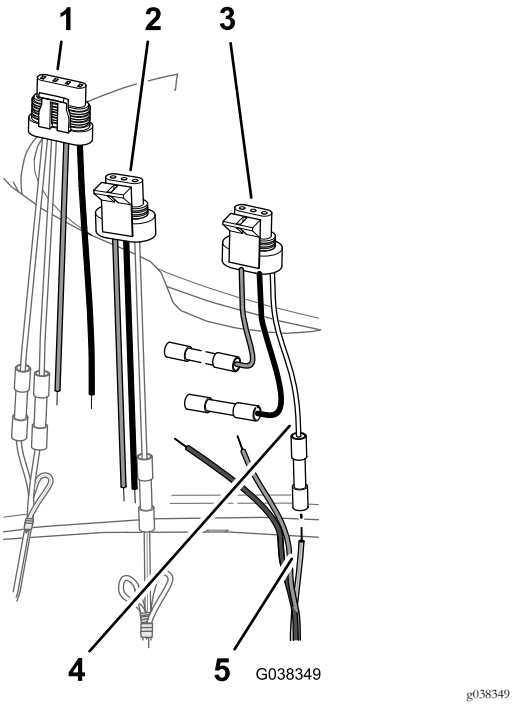

Figura 45
1. Insira o fio amarelo e verde da cablagem DIN no conector de juntas no fio branco do adaptador de 3 pinos para a válvula de pulverização principal (Figura 45).